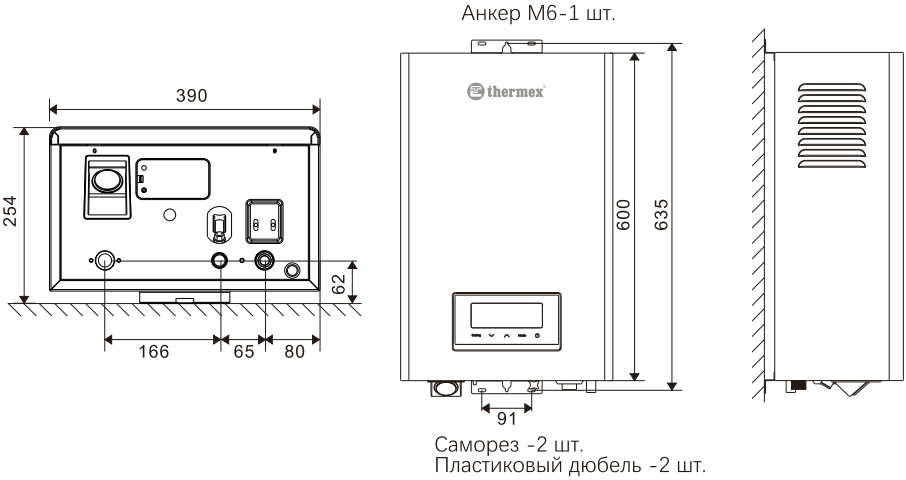

Рис. 6. Монтажные размеры
7.3.2 Установка прибора на стену (Рис. 6)
Прибор должен быть установлен в вертикальном положении без наклона. В соответствие с Рис. 6 просверлите установочные отверстия на стене, вставьте анкер в верхнее установочное отверстие для крепления, вставьте пластиковые дюбели в нижние установочные отверстия и закрутите саморезы.